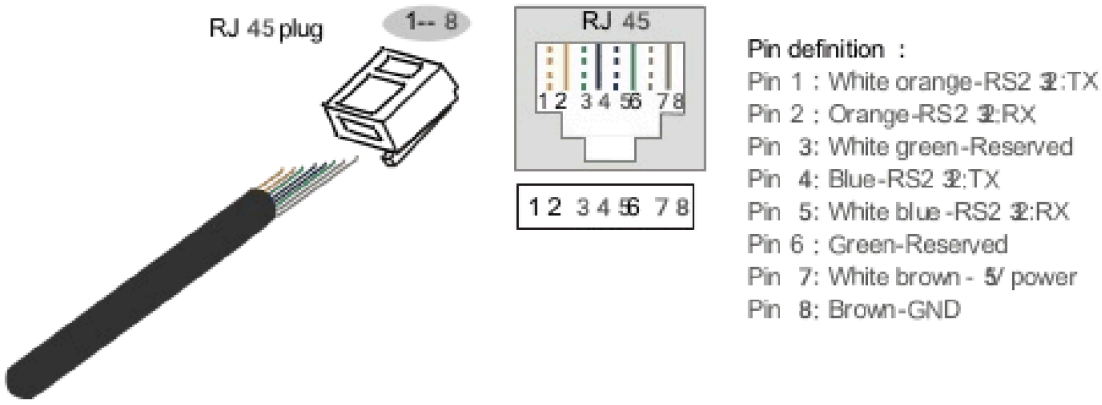

FIGURA 2-14 Piedinatura della porta RS232
1. La porta RS232 serve per la comunicazione seriale RS232 con una scheda SNMP esterna. Ha un connettore RJ45; la piedinatura è mostrata in Figura 2-14.